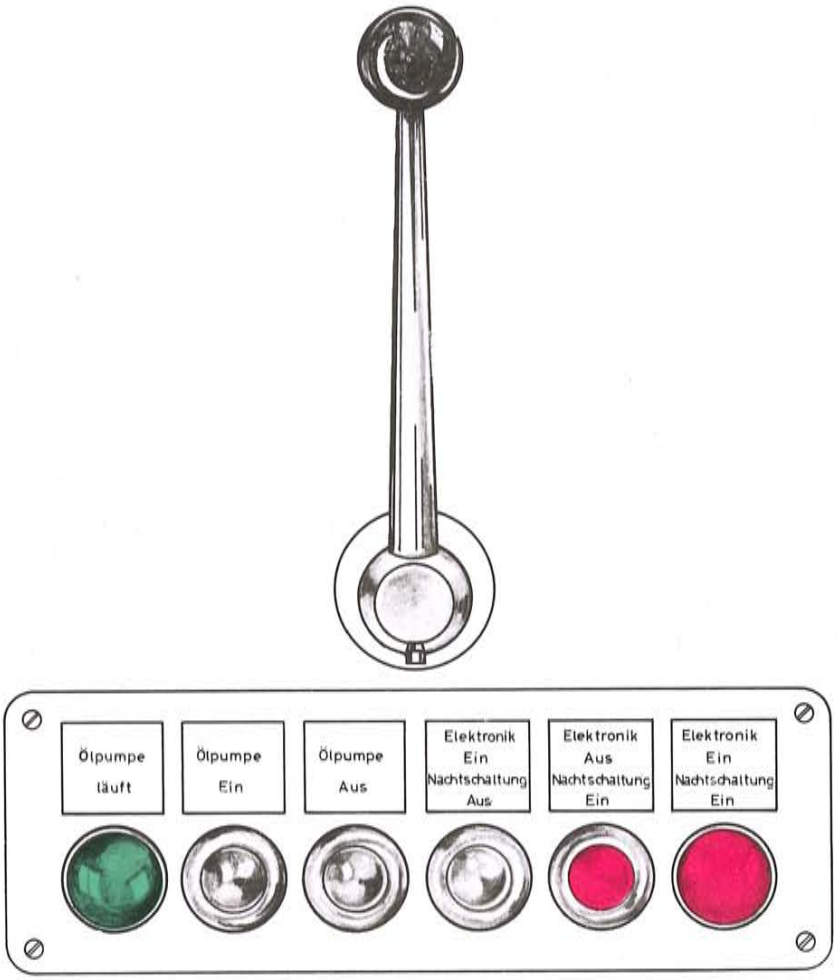

Fig.19
3. Am Drucktastenschalter Knopf „Elektronik ein" und „Ölpumpe ein" drücken. Das Gerät ist eingeschaltet, die Elektronik ist in Bereitschaft gesetzt, die Nachtschaltung abgeschaltet und die Ölpumpe läuft (**Fig. 19**).